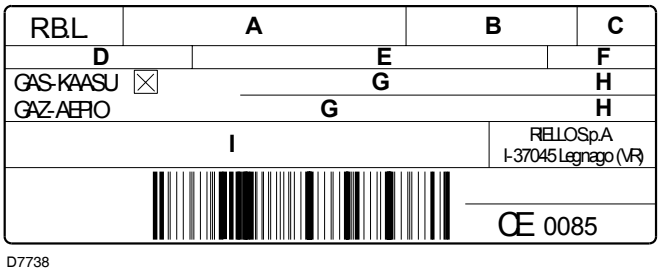

Fig. 8
- ➤ the model (**A**) (Fig. 8) and type of burner (**B**);